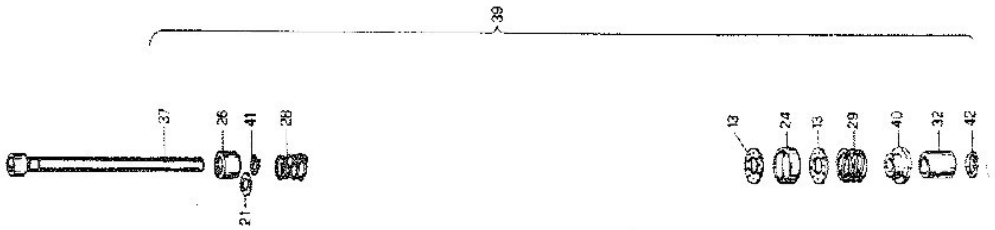

Bild 2: Aufbau Dämpferstange Ceriani Gabel
6. Als Nächstes wird die Kolbenstange komplett mit Feder etc. wie im Original, zusammengebaut. Siehe Bild 2.